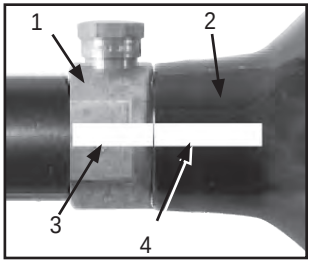

Figura 4: Cilindro y válvula marcas
La válvula de bronce o níquel (Figura 4, #1) ha sido fabricada para estar unida al cilindro de aire o de CO2 (2).
Referirse a la Figura 4. Han habido reportes de incidentes causados por jugadores que sin conocimiento desatornillan el cilindro (2) de la válvula (1). Esto ocurre cuando el jugador piensa que el ensamble cilindro y la válvula han sido desatornillado de el adaptador de suministro de aire de el marcador de paintball, cuando en realidad están desatornillando el cilindro de la válvula del cilindro.
4. Mire las marcas en el cilindro y en la válvula (como se observa en la figura 4 en la página 8) cuando de vuelta al cilindro ¾ de vuelta aproximadamente en sentido contrario a las agujas del reloj.